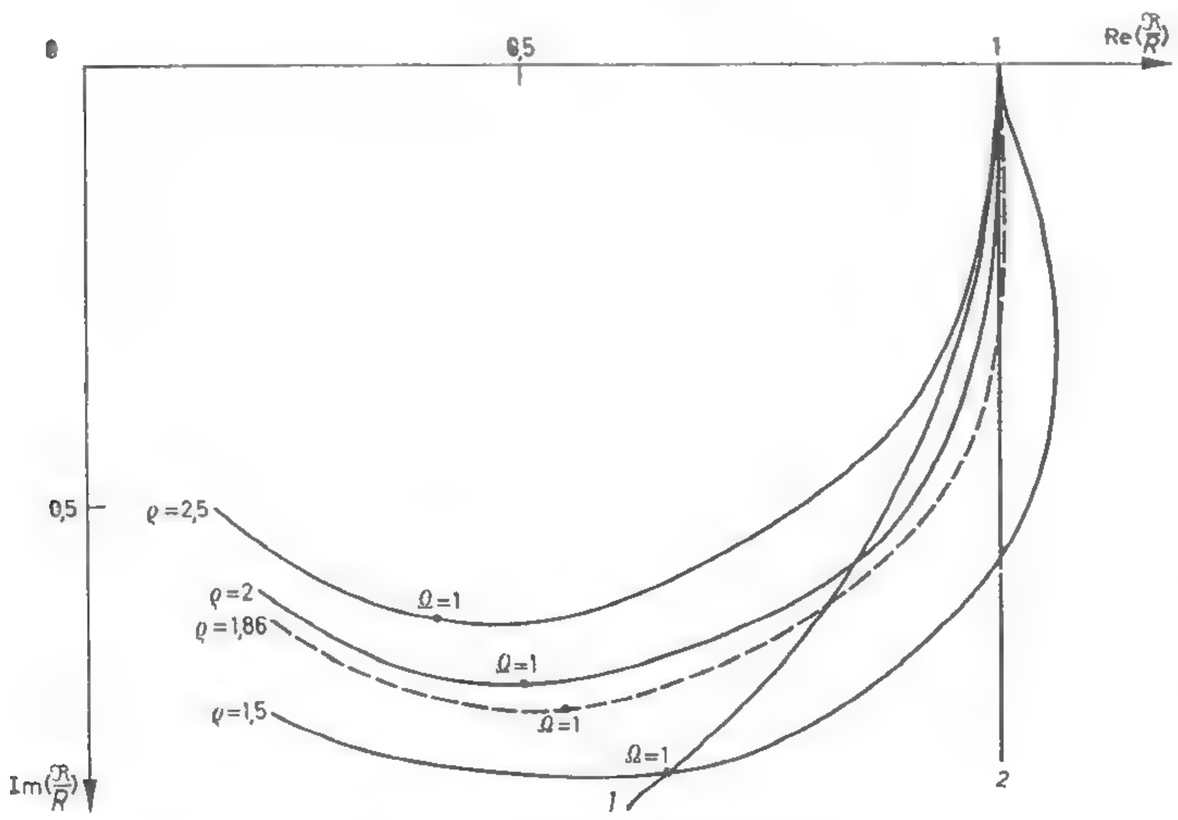
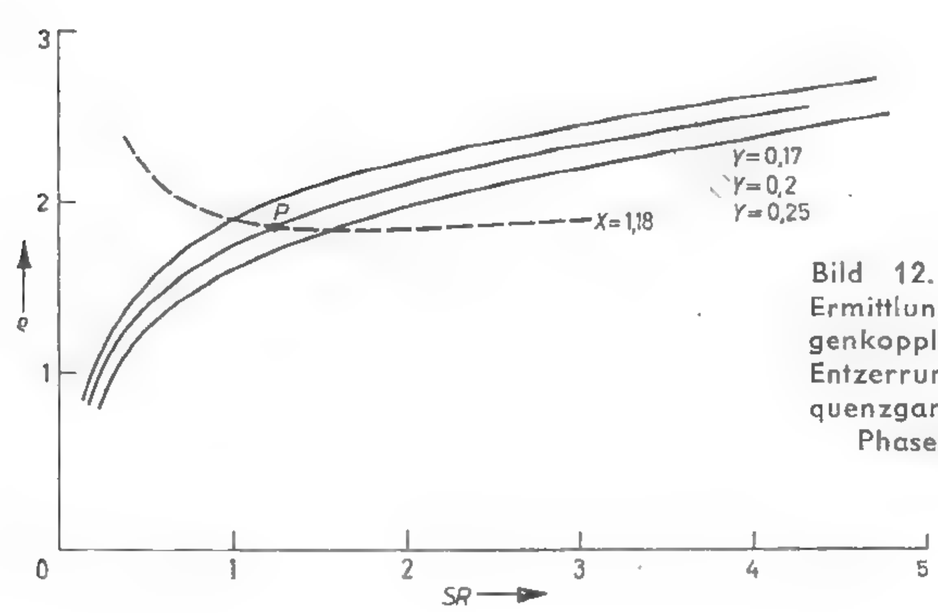

Bild 11. Ortskurven der Katodenkombination
Bild 12. Grafische Ermittlung der Gegenkopplung zur Entzerrung des Frequenzganges und des Phasenganges
Die Ortskurve dieser Gleichung, die im Bild 11 dargestellt ist (dabei ist ϱ Parameter), muß nun folgende Bedingungen erfüllen, damit der Amplitudengang von $|\mathfrak{A}_3|$ den geforderten Verlauf hat: Der Fall
entspricht dem Kreisbogen *1* im Bild 11. $\mathfrak{R}_k$ soll aber erst bei größeren Werten von Ω innerhalb des Bogens *1* verlaufen. Weiterhin darf $\mathfrak{R}_k$ die Gerade *2*
nicht schneiden, damit ein stetiger Anstieg von $|\mathfrak{A}_3|$ gewährleistet ist, denn zu $\mathfrak{R}_k/R$ wird nach Gl. (81) noch der Wert von $1/(SR)$ addiert, was einer Nullpunktverschiebung im Bild 11 entspricht. $\mathfrak{R}_k/R$ muß für frequenzunabhängiges A_3 in dem Raum zwischen *1* und *2* verlaufen. Die Bedingung nach Gl. (99) bedeutet
Allerdings stellt in der Praxis eine kleine Abweichung von Gl. (100) nur eine sehr kleine Verstärkungsminderung bei $\Omega < 1$ dar. Es ist also erlaubt, ϱ etwas kleiner als 2 zu wählen. Die Bedingung wird durch die Kurve $\varrho = 2$ im Bild 11 erfüllt.
Beide Gleichungen sind im Bild 12 ausgewertet. Der Schnittpunkt P der beiden Kurven liefert die Werte
Die Änderung von P bei anderer Phasenlaufzeitentzerrung ist ebenfalls aus Bild 12 ersichtlich. Dabei ändert sich die Kreisdämpfung ϱ kaum, nur die Gegenkopplung muß geändert werden. Hierbei sieht man, daß eine zu große Laufzeitentzerrung eine verhältnismäßig große Verstärkungsminderung zur Folge hat. Im Bild 11 ist die Ortskurve mit $\varrho = 1{,}86$ ebenfalls eingetragen. Sie weicht aber nur wenig von den Bedingungen Gl. (98), Gl. (99) und Gl. (100) ab.